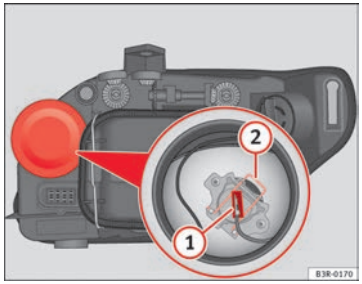

Fig. 206 Main beam headlights
- Remove the connector ⇒ fig. 206 (1) from the bulb.
- Press the spring ⇒ fig. 206 (2) inwards and to the right.